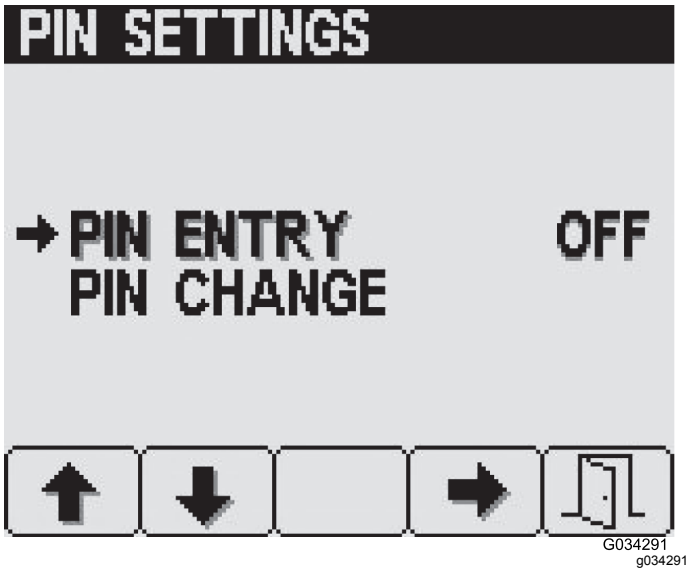

Figur 33
3. På Innstillinger-skjermen for PIN-kode, trykker du på knapp 4 for å velge Angi PIN og slå PIN-kodealternativet PÅ eller AV(Figur 33).